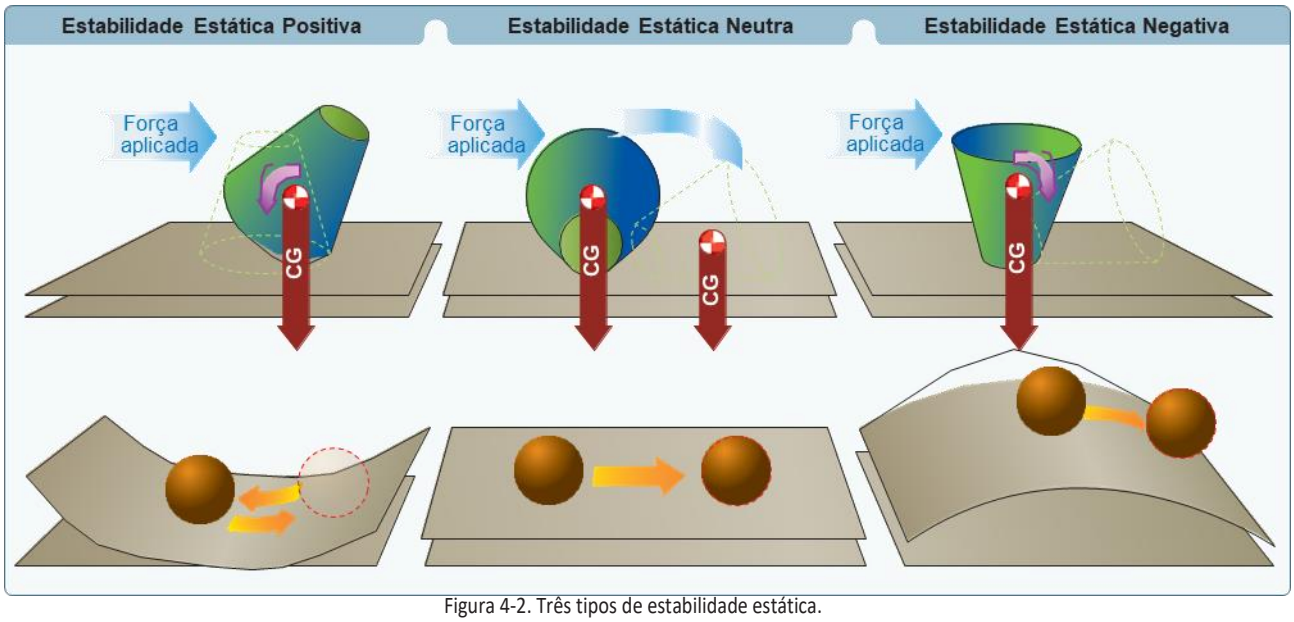

Figura 4-2. Três tipos de estabilidade estática.
- *Estabilidade estática positiva* — a tendência inicial da aeronave para retornar ao estado original de equilíbrio depois de ser perturbada (***Figura 4-2***)
- *Estabilidade estática neutra* — a tendência inicial para a aeronave permanecer em uma nova condição após seu equilíbrio ter sido perturbado (***Figura 4-2***)
- *Estabilidade estática negativa* — a tendência inicial da aeronave para continuar longe do estado original de equilíbrio depois de ser perturbada (***Figura 4-2***)